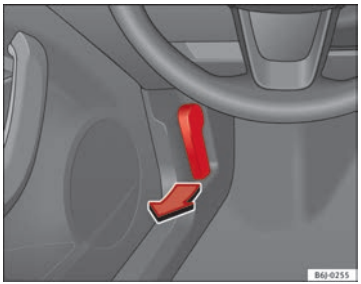

Fig. 134 Bonnet opening lever
– To release the bonnet, pull the lever under the dash panel ⇒ Fig. 134 in the direction indicated (arrow). The bonnet will be released by a spring action ⇒ ⚠.